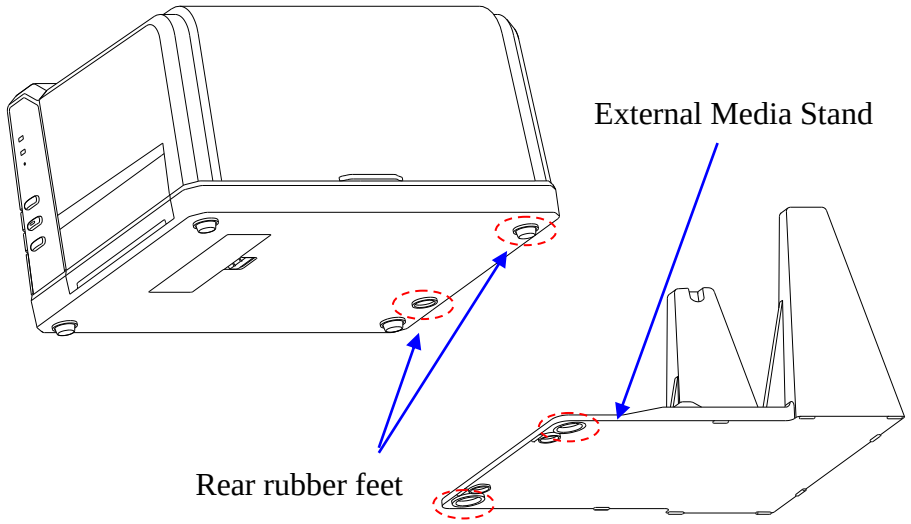

Figure 2-12 Place the External Media Stand
1. Place the front part of the External Media Stand under the printer, making sure the two rear rubber feet of the printer are fitted into the two holes on the media stand, see Figure 2-12.